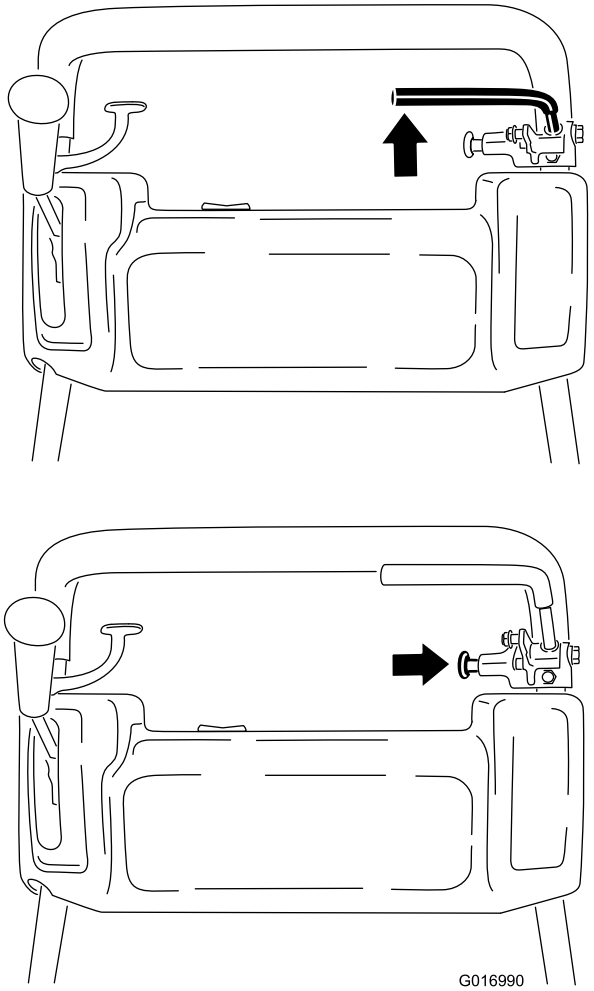

Figur 30
1. Ansätt driftsbromsen, tryck in knoppen på parkeringsbromsen och låt driftsbromsen vila på parkeringsbromsstiftet (Figur 30).